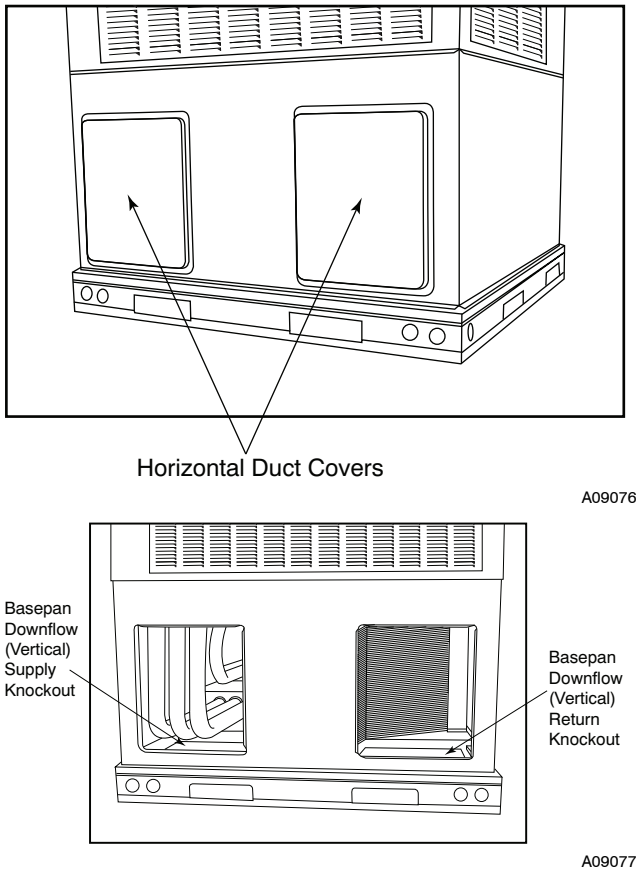

Fig. 8 - Supply and Return Duct Opening
2. Remove horizontal (metal) duct covers to access vertical (downflow) discharge duct knockouts in unit basepan. (See Fig. 8.)
2. Remove horizontal (metal) ductcovers to access vertical (downflow) discharge duct knockouts in unit basepan. (See Fig. 8.)
2. Remove flue hood from shipping location (inside the return section of the blower compartment-See Fig. 8). Remove the return duct cover to locate the flue hood. Remove two screws on flue panel. Place flue hood assembly over flue panel. Orient screw holes in flue hood with holes in the flue panel.